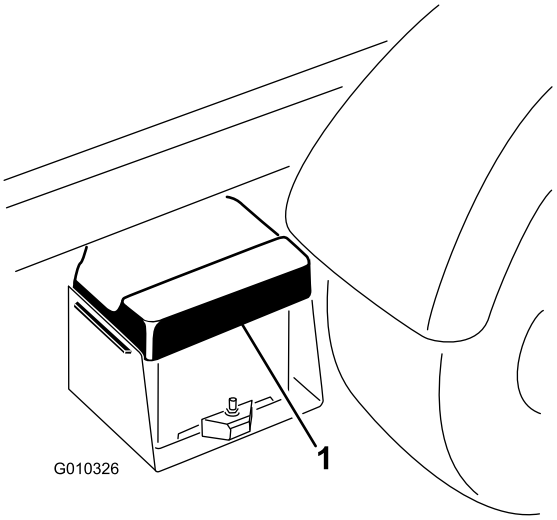

Rysunek 49
1. Ściśnij pokrywę akumulatora, aby uwolnić wypustki z podstawy akumulatora, następnie zdejmij pokrywę akumulatora z podstawy (Rysunek 49).